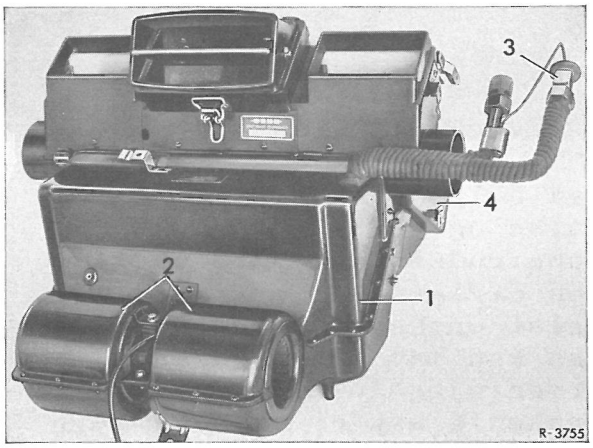

Fig. 83-11/6
Den fra motoren drevne kuldekompressor fortætter det gasformige kuldemiddel(R12) og trykker det til kondensatoren (1)fig. 83-11/5.Kørevinden gennemstrømmer kondensatoren,der er anbragt foran vandkøleren, og afkøler den ved fortætning opvarmede kuldemiddeldamp til den bliver væskeformig.
Når klimaanlægget er tilkoblet, skal kuldemidlet flyde uden blærer(fig.83-11/4).Fra væskebeholderen flyder kuldemidlet til ekspansionsventilen.Ved hjælp af ekspansionsventilen, der befinder sig bag torpedoen
bliver kuldemidlets høje tryk i fordamperen nedsat til ca. 2 ato.,hvorved kuldemidlet forvandles til damp ved ca. ÷1°C (fig.83-11/6). Den hertil nødvendig fordampningsvarme tages fra den gennem fordamperen strømmende luft,der hverved afkøles.